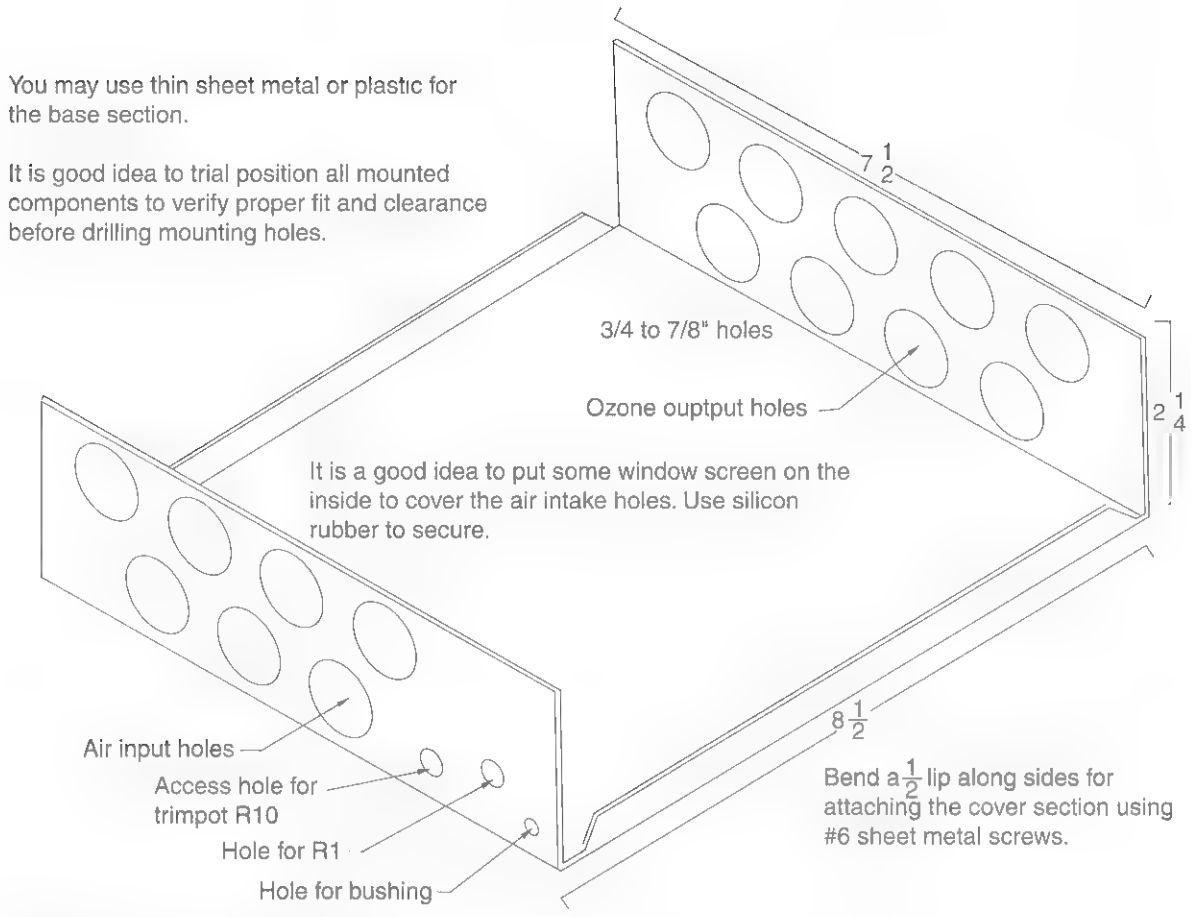

Figure 32-3 *Base section creation*
2. Create the base section, as shown in Figure 32-3. You can use sheet aluminum or bendable plastic sheets. Design a mating cover with a slight overhang over the front and rear panels. Use similar material and mount using #6 sheet metal screws along the lip of the base.
BASE	Base section fabricated per Figure 32-3